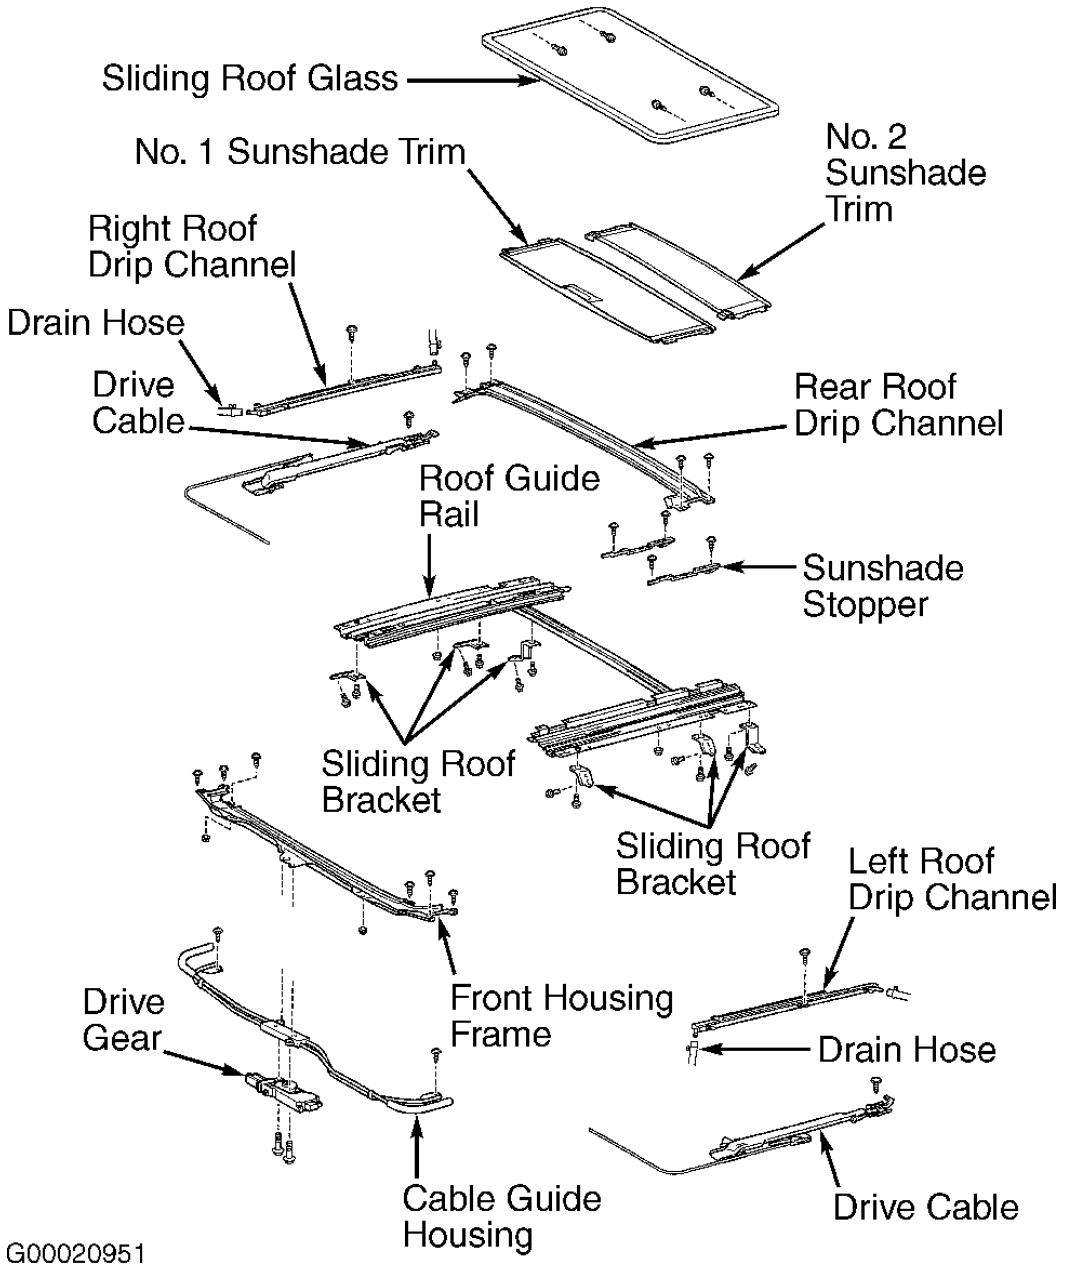

Fig. 47: Exploded View Of Sun Roof Assembly (2000 Celica)
3. Remove sun roof glass mounting nuts. See **Fig. 47** . Pull upward on sun roof glass and remove. Remove dome light bracket. Remove sun roof motor. Remove 4 drain hoses. Remove 12 bolts, 6 brackets, 4 nuts and sun roof housing.